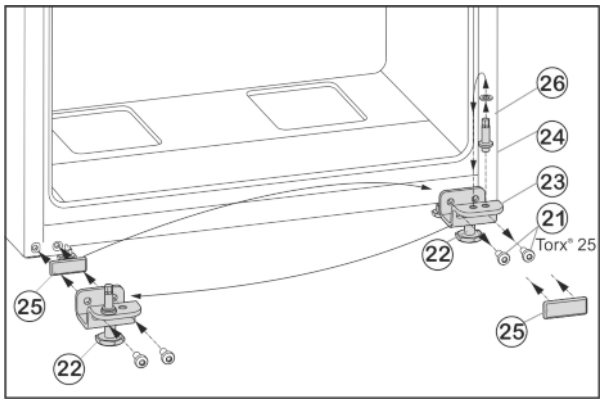

Fig. 9
- ▶ Befestigungsschrauben *Fig. 9 (21)* abschrauben.
- ▶ Lagerbock unten *Fig. 9 (23)* komplett mit Lagerbolzen *Fig. 9 (24)*, Scheibe *Fig. 9 (26)* und Stellfuß *Fig. 9 (22)*, abnehmen.
- ▶ Lagerbolzen *Fig. 9 (24)* komplett mit Scheibe *Fig. 9 (26)* abschrauben, in das gegenüberliegende Aufnahmeloch des Lagerbocks umsetzen und wieder festschrauben.
- ▶ Abdeckplatte *Fig. 9 (25)* vorsichtig abnehmen und auf die Gegenseite umsetzen.
- ▶ Lagerbock unten *Fig. 9 (23)* komplett, mit Lagerbolzen *Fig. 9 (24)*, Scheibe *Fig. 9 (26)* und Stellfuß *Fig. 9 (22)* auf der neuen Scharnierseite ggf. mit Hilfe eines Akkuschraubers **fest (mit 4 Nm)** wieder anschrauben.
- ▶ Tür von oben auf Lagerbolzen *Fig. 9 (24)* aufsetzen.
- ▶ Stellfuß *Fig. 9 (22)* am Lagerbock unten *Fig. 9 (23)* herausdrehen, bis er auf dem Boden aufliegt.